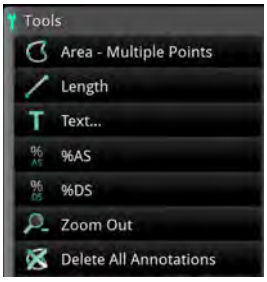

Figure 7-1: Tools
2. Click on the **Area - Multiple Points** button (Figure 7-1). The cursor changes to a pen.
2. Click on the **Text...** button (Figure 7-1).
3. Click on the **%AS** button (Figure 7-1) to display the **Select Area Measurement** dialog box.
2. Click on the **%DS** button (Figure 7-1) to display the **Select Length Measurement** dialog box.